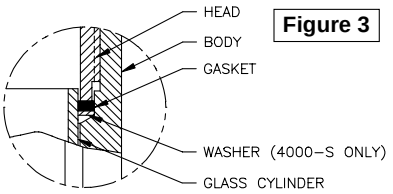

Figure 3
2. Stuffing box type seals are used on Styles 860-F, 1000-S and 4000-S. *See Figure 3*.